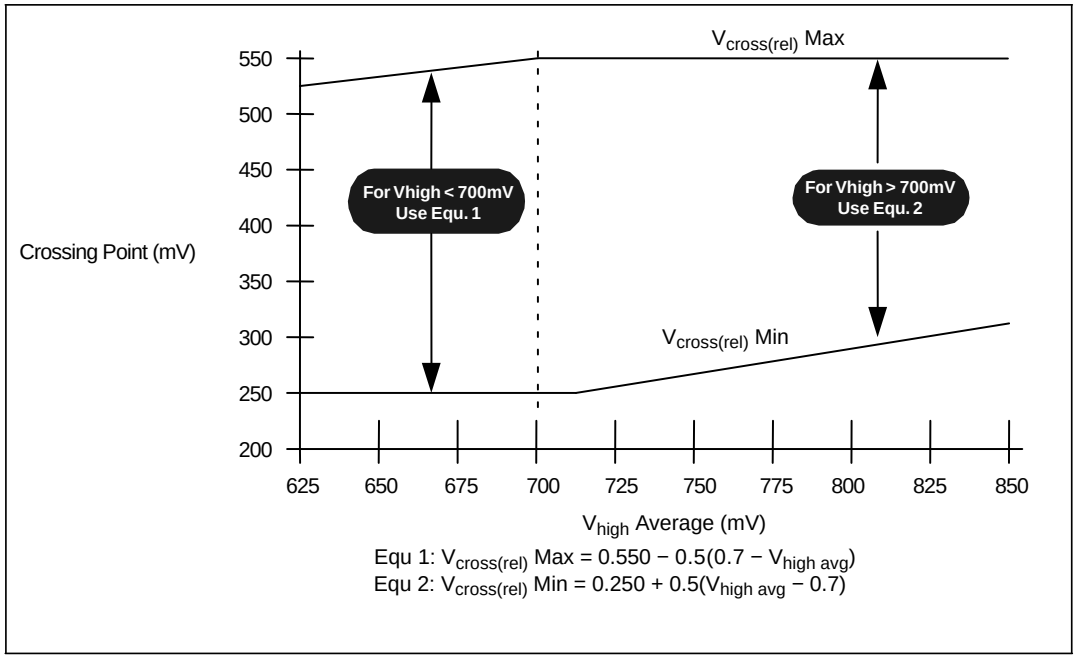

**Figure 16. $V_{cross}$ Range Clarification** (Note 40)
| $V_{cross}$ absolute | Absolute Crossing Point Voltages (Notes 12, 17 and 24)Relative Crossing Point Voltages can be calculated (Notes 16, 17 and 24) (Figure 16) | 250 | − | 550 | mV |
16. Vcross(rel) Min and Max are derived using the following, Vcross(rel) Min = 0.250 + 0.5 ($V_{high\ avg}$ − 0.700). Vcross(rel) Max = 0.550 − 0.5 (0.700 – $V_{high\ avg}$), (see Figure 16 for further clarification).